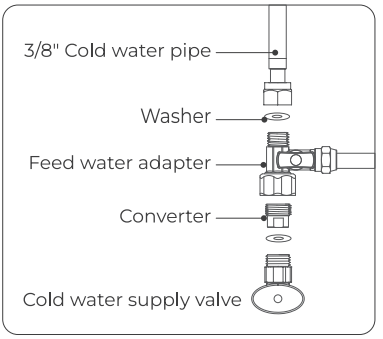

Figure 5
3. If the cold water pipe is 3/8", twist the converter onto the cold water supply valve (with its washer), then twist the feed water adapter onto the converter, and tighten with an adjustable wrench **(Figure 5)**.